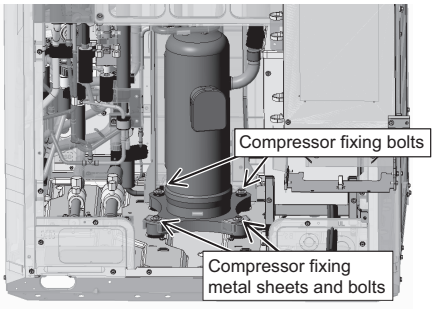

Figure 9
(9) Remove the four bolts holding the compressor down. (See Figure 9.)